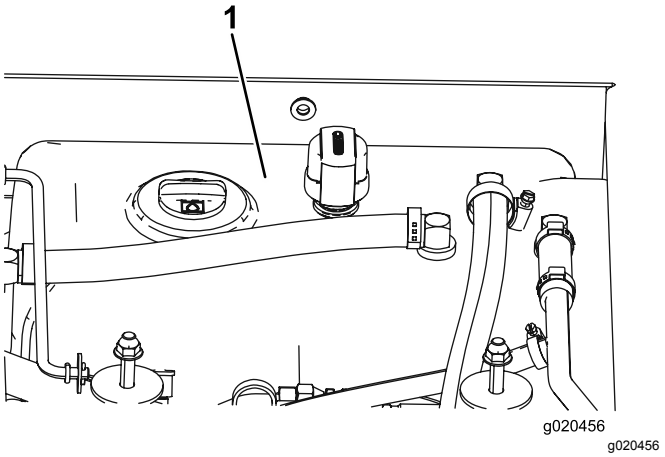

Figur 99
3. Fyld beholderen (Figur 99) med hydraulikvæske. Se afsnittet Kontrol af hydraulikvæsken.